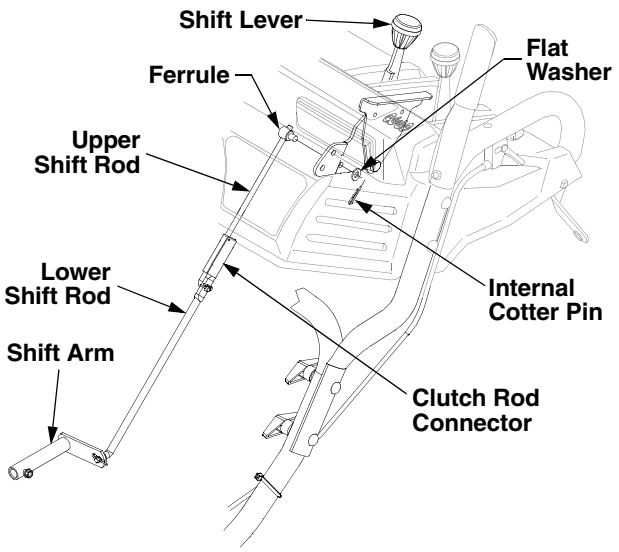

Figure 11
- Remove the internal cotter pin and flat washer from the ferrule and withdraw the ferrule from the shift lever. Refer to Figure 11.
- Place shift lever in the sixth (6) position or fastest forward speed.
- As necessary, rotate the ferrule up or down the shift rod until the ferrule aligns with the lower/rear hole of the shift lever. Refer to Figure 11.